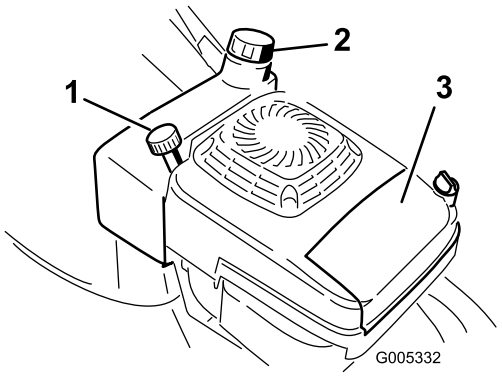

Figura 9
1. Pulite attorno al tappo del serbatoio del carburante (Figura 9).